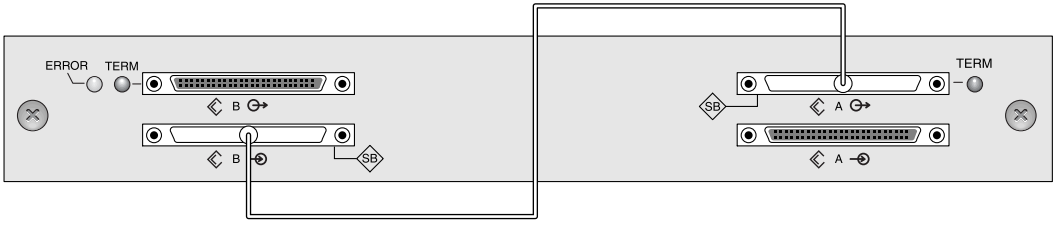

图 4-16 单总线扩展单元所需的跳线连接
2. 要将扩展单元配置为单总线配置，请连接 SCSI 端口 （左下端口与右上端口）之间的 SCSI 跳接电缆，如图 4-16 所示。顺时针完整旋转 6 圈上紧电缆插座螺钉，确保连接和操作正确。